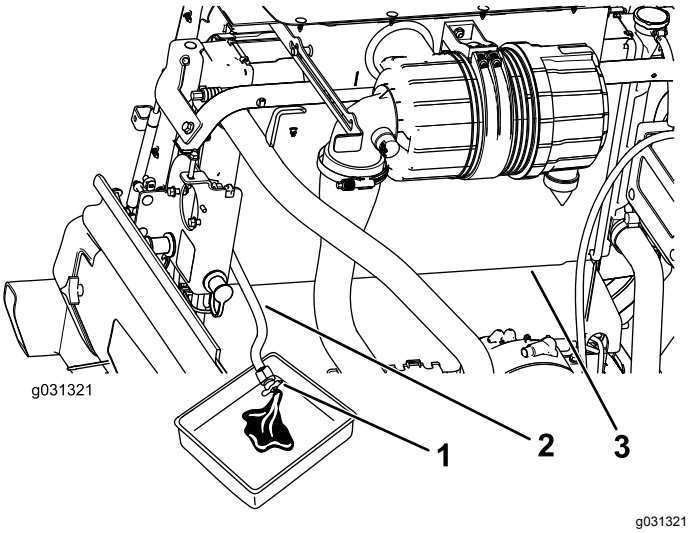

Figur 124
3. Placera kylaravtappningsslangen i ett avtappningskärl, öppna avtappningsventilen på kylarslangen och töm ut vätskan i kärlet (Figur 124).
4. Stäng kylaravtappningsslangens ventil (Figur 124).